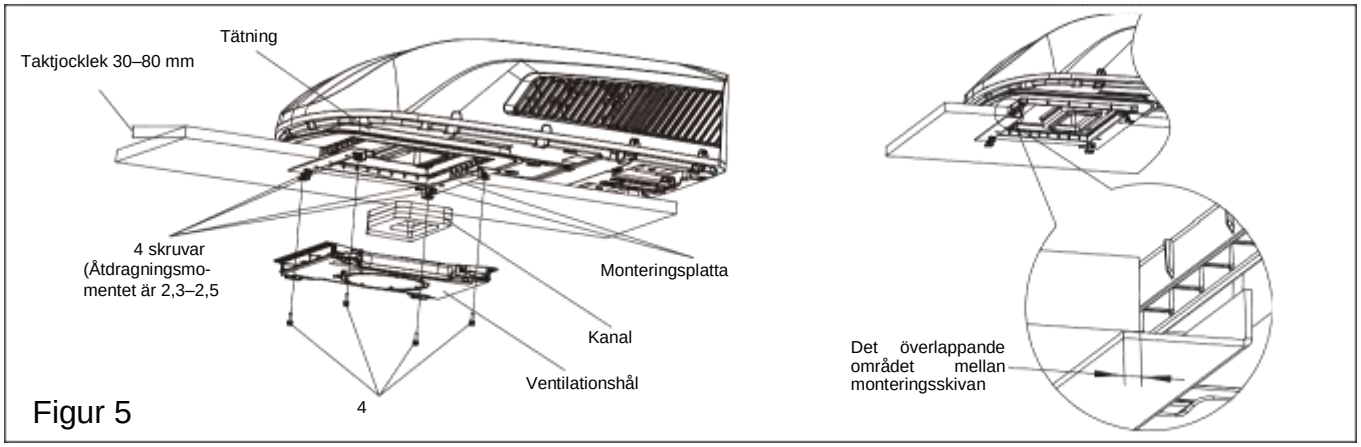

Figur 5
3. Lyft upp utomhusenheten på fordonstaket och rikta in den mot öppningen i fordonet. Installera utomhusenheten med två uppsättningar monteringsskivor och fyra skruvar. Rikta in hålen i de fyra långa bultarna med hålen i adaptern. De övre planen i den nedre kanten av varje monteringsskiva måste överlappa fordonstakets nedre yta. (Se figur 5).
(Se figur 5,1, 5-2).
6. Installera kanalen. Fäst kanalen vid monteringsplattan med fyra skruvar. Efter att ha anslutit utomhusenheten till inomhusenheten, se till att kanalen fortfarande är på plats (se figur 5).